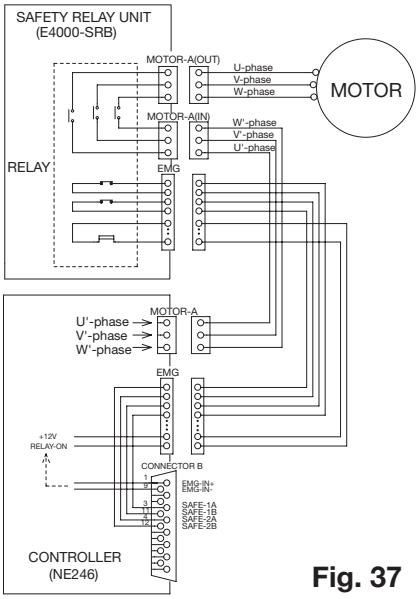

Fig. 37
• Refer to Fig. 37 for connecting relationship between the relay contact output and the safety BOX.